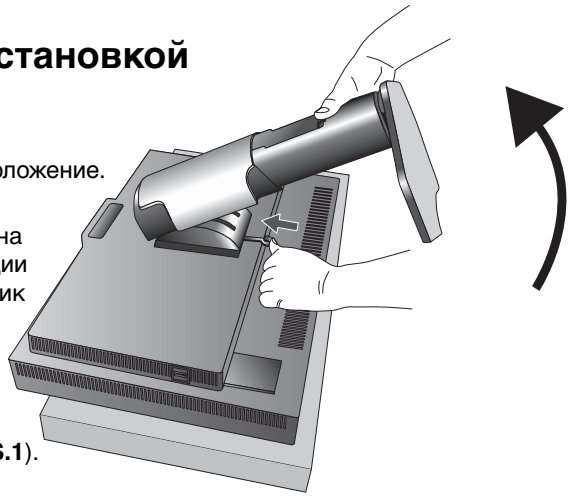

**Рисунок S.1**
3. Положите монитор экраном вниз на неабразивную поверхность. Ни в коем случае нельзя надавливать или иным образом воздействовать на встроенный датчик передней панели. Во избежание подобной ситуации положите монитор на стол экраном вниз так, чтобы встроенный датчик передней панели находился за пределами стола (**Рисунок S.1**).
4. Возьмитесь одной рукой за основание, а другой за защелку. Надавите на защелку в направлении, указанном стрелками, и удерживайте ее (**Рисунок S.1**).
5. Поднимите подставку, чтобы отсоединить ее от монитора (**Рисунок S.1**). Теперь монитор можно установить другим способом. Для того чтобы установить подставку, повторите действия в обратном порядке.